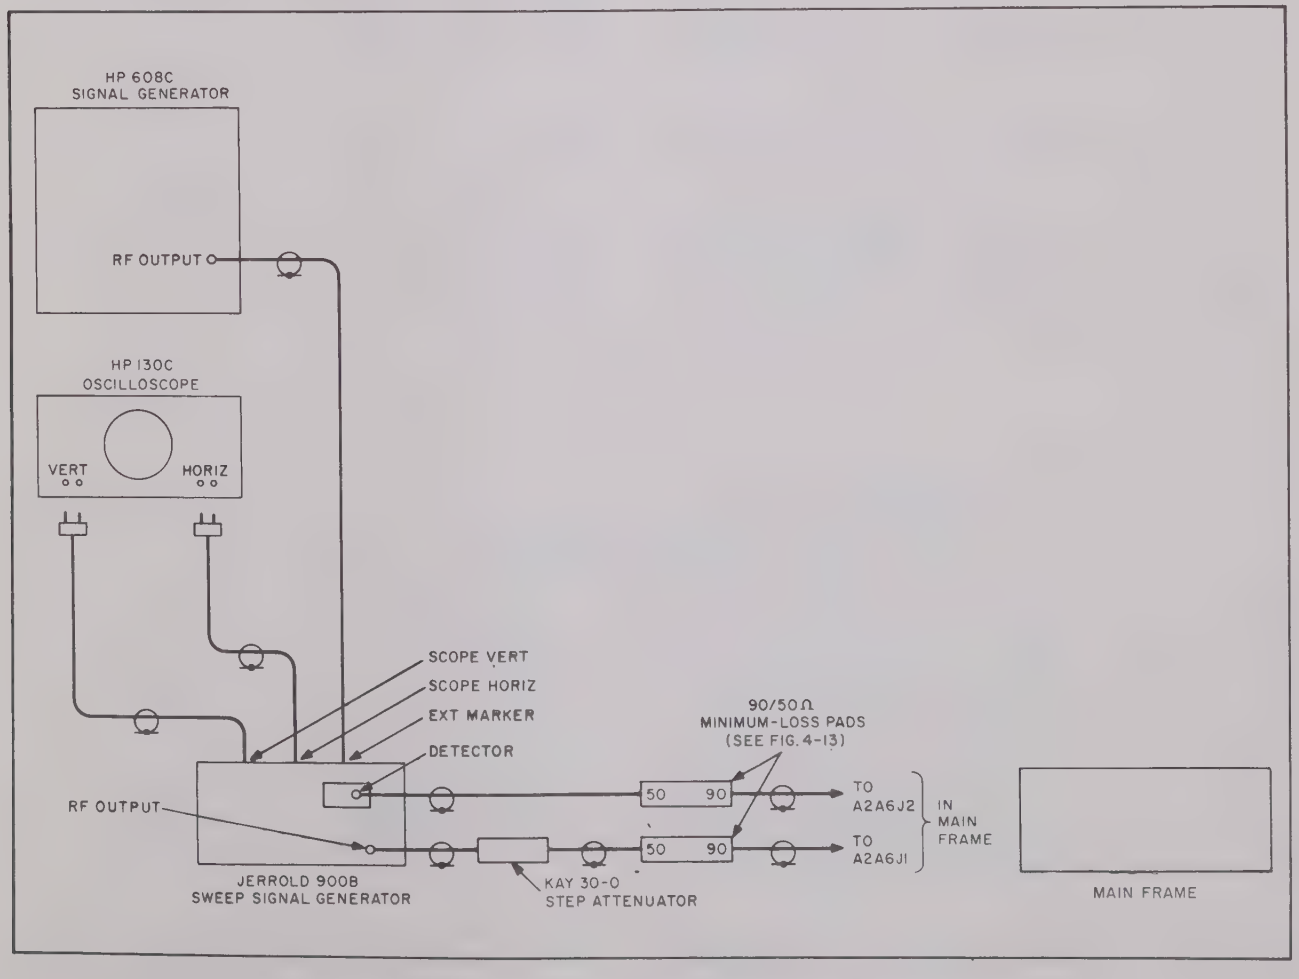

Figure 4-19. Low Pass Filter A2A6 Alignment, Equipment Setup
a. Connect the equipment as illustrated in figure 4-19.